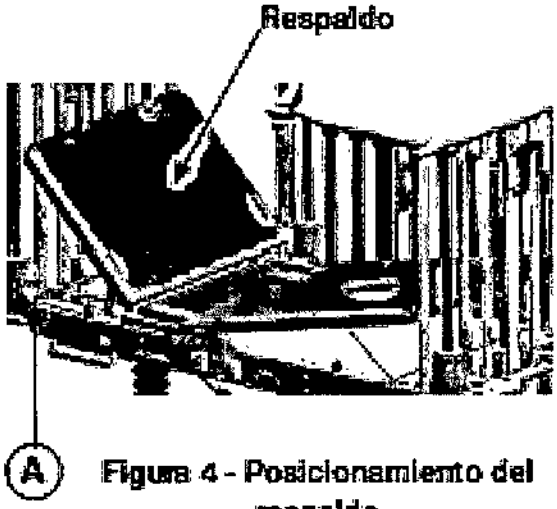

Figura 4 - Posicionamiento del respaldo
- Para **elevar** el respaldo, levántelo manualmente. Al levantar el respaldo, el brazo de soporte (A) se enganchará en una de las tres posiciones angulares disponibles en los soportes: 25°, 40° y 55° (vea la Figura 4).
- Para **ajustar** el ángulo del respaldo, levántelo ligeramente con una mano mientras que con la otra levanta una de las manijas del brazo de soporte (A) para soltarlo de los soportes. Coloque el brazo de soporte en la posición deseada. Para bajar el respaldo, sujete la manija mientras lo baja hasta la posición plana, y libere el soporte (vea la Figura 4).